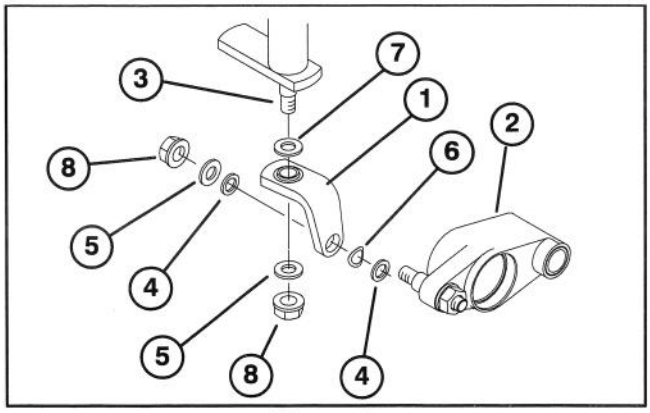

Figure 8
21. On right side of both L.H. and R.H. groomer drive cutting units, mount the black plated pivot bracket to either the bearing hub stud or the pivot plate stud with a special washer, wave washer, special washer, flat washer and locknut positioning as shown in figure 8.
23. Insert a hardened washer onto each adjusting bolt in front roller bracket assemblies (Fig. 8 & 9).
24. Pivot groomer reel assembly upward until pivot brackets slide onto each adjusting bolts (Fig. 8 & 9).
25. Secure each pivot bracket to adjusting bolt with flat washer and locknut (Fig. 8 & 9).